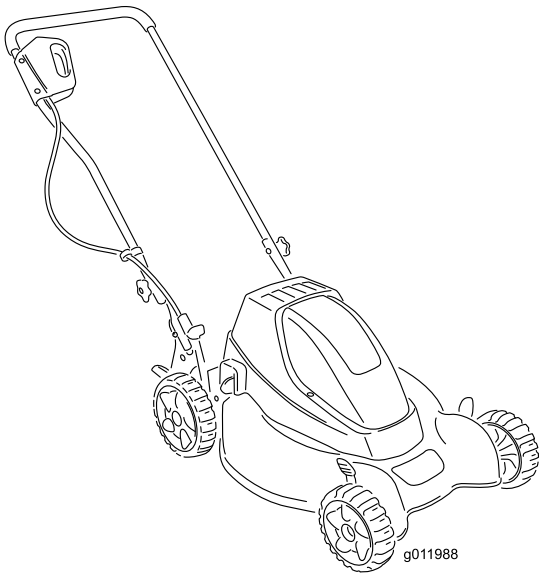

Figura 2
1. Pomo del manillar (2)
2. Mueva el manillar a la posición de operación (Figura 2).